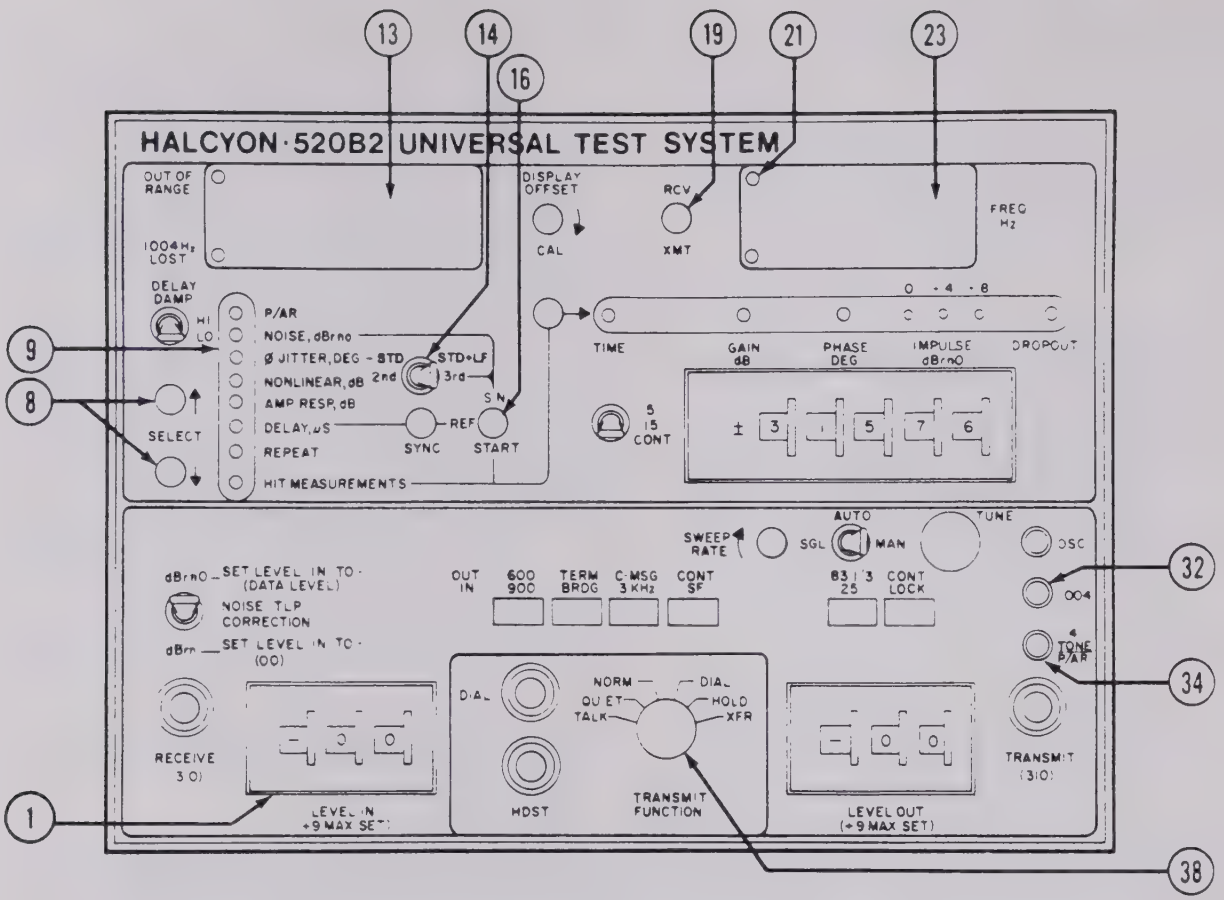

Figure 3-18. Phase Jitter and Nonlinear Distortion Measurement Controls
(1) Near-End to Far-End Measurements. (See figure 3-18.) The procedure for transmitting a phase jitter test tone is as follows:
(2) Far-End to Near-End Measurement. (See figure 3-18.) The procedure for measuring phase jitter is as follows:
(1) Near-End to Far-End Measurements. (See figure 3-18.) The near-end (transmitting) procedure is as follows: